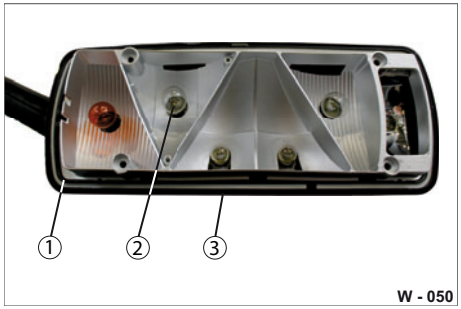

Abb. 50 Heckleuchte geöffnet
- ▶ Setzen Sie die äußere Lichtscheibe dicht auf das Gehäuse (Abb. 50/3).
- ▶ Achten Sie auf den richtigen Sitz der Dichtung (Abb. 50/1).